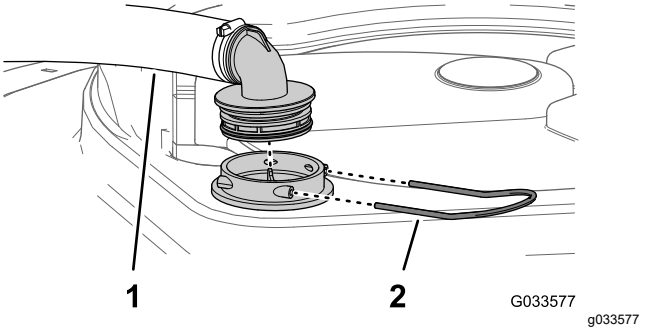

Рисунок 112
2. В верхней части бака опрыскивателя снимите держатель, который крепит шланговый штуцер, подсоединенный к большому шлангу, идущему от корпуса фильтра (Рисунок 112).
3. Отсоедините шланг и шланговый штуцер от корпуса фильтра (Рисунок 112).